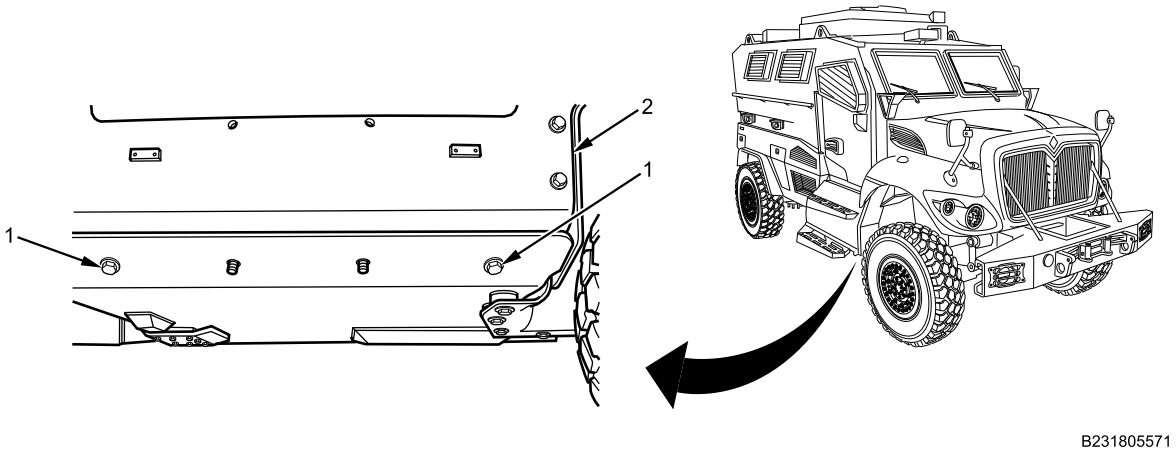

Figure 4. Right Side Battery Box.
6. With assistant, remove two bolts (Figure 4, Item 1), nuts, and rubber bushings from lower right side battery box cover plate (Figure 4, Item 2). Remove battery box cover plate.